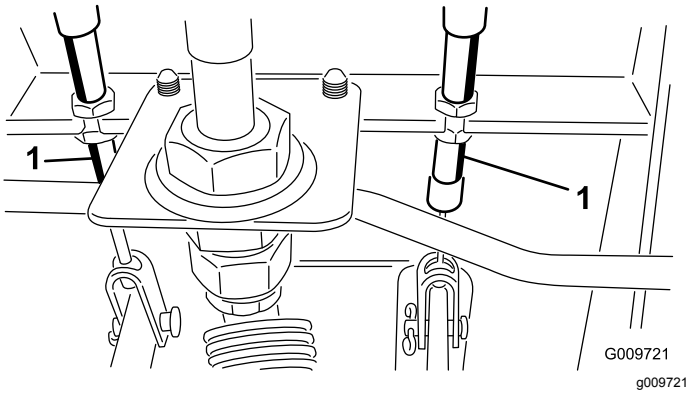

Figur 75
A. Løsne den fremre mutteren på gjengeenden på bremsekabelen (Figur 75).